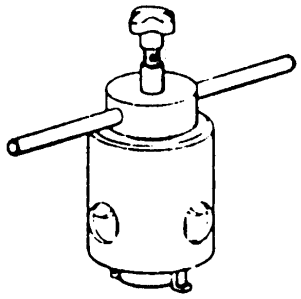

Figure 20. 6796521 Bearing Outer Ring Puller
n. Install 6796521 bearing outer ring puller (figure 20) on inner diaphragm at hydraulic pump idler gear opening and pull outer ring.
d. Install 6796521 bearing outer ring puller (figure 20) on opening of main idler gear rear bearing and remove rear bearing outer ring from rear housing.